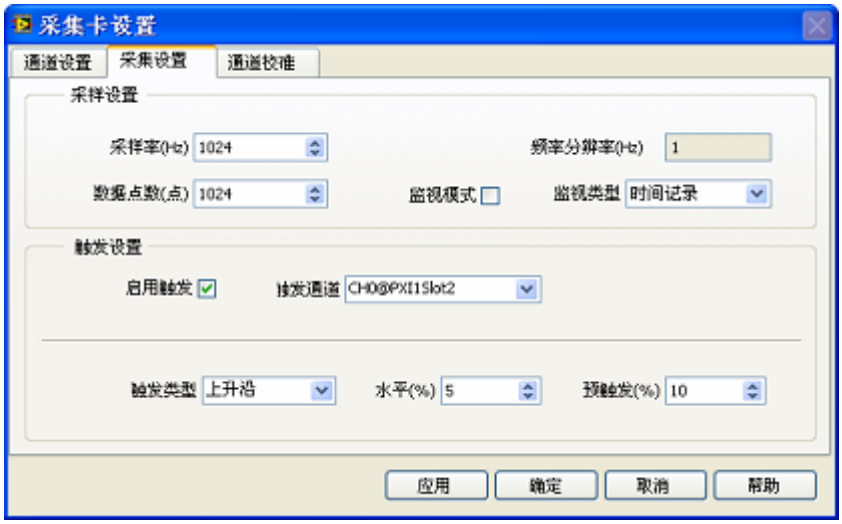

图 5-6 采集卡设置窗口的采集设置页
- 在图 5-6 所示的采集设置页中，设置采样率为 1024，采样点数为 1024，选中触发复选框，触发通道选通道 0，即力锤通道。触发类型选上升沿，触发水平设为 1%，预触发点数设为 100。